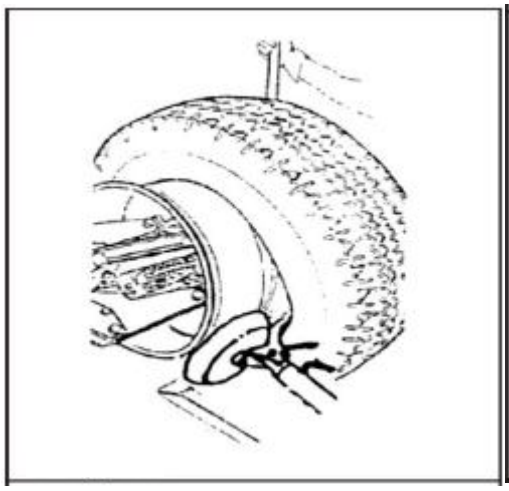

Рис.10
7. Вращайте колесо против часовой стрелки, пока борт полностью не отсоединится. (рис. 10)